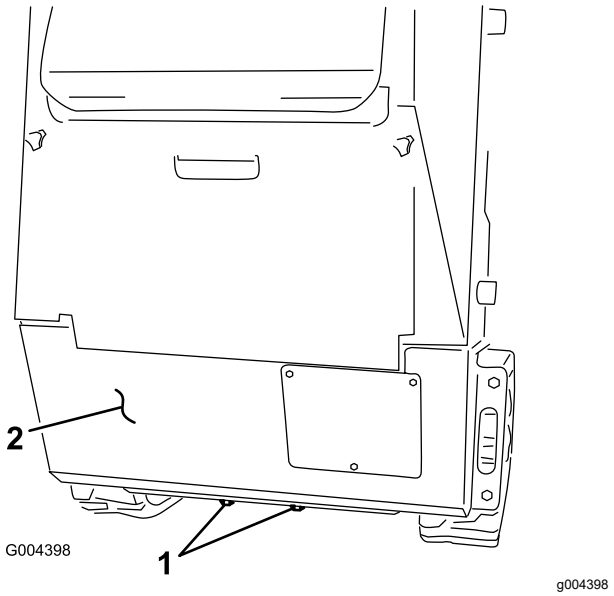

Rysunek 2
1. Sprawdź i dokręć 2 dolne śruby mocujące dolny tylny panel do ramy (Rysunek 2)
Ważne: **Nie demontuj tylnego panelu (Rysunek 2).**